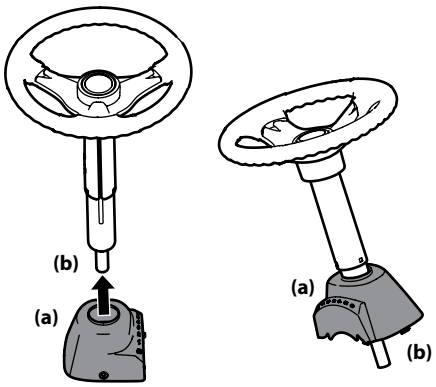

Figura 2-2
3. Deslice la tapa del pedestal (a) sobre el eje de la dirección (b) de manera que dicho eje (b) se instale en el tractor cortacésped, la tapa del pedestal (a) quedará vertical como se indica en la Figura 2-2.